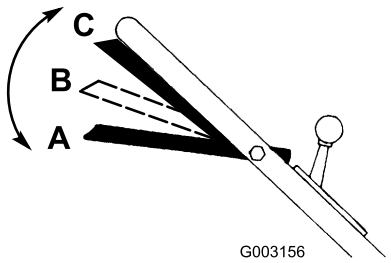

Figuur 15
1. Zorg ervoor dat de bedieningsstang van het mes op A staat (Figuur 15).
2. Schuif de bedieningsstang naar rechts en zet deze op B om het mes in te schakelen (Figuur 15).
3. Druk de bedieningsstang tegen de handgreep op C (Lopen/Rijden) om te rijden (Figuur 15).